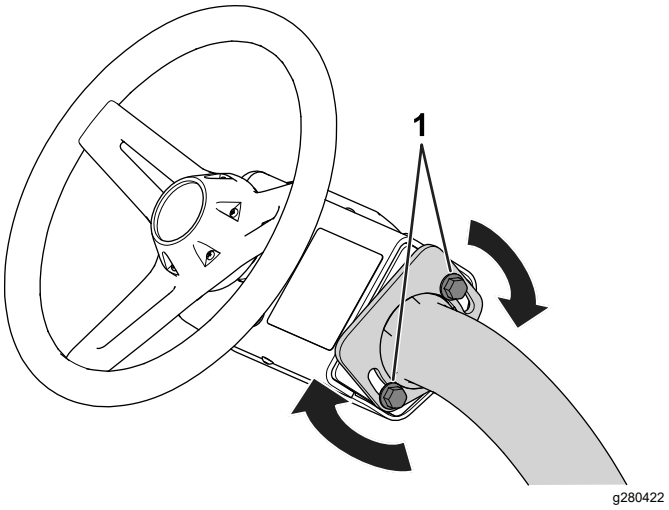

Figur 26
1. Løsn boltene (Figur 26), der fastgør rattet til styrearmen.
3. Tilspænd boltene (Figur 26) for at fastgøre rattet i den justerede position.